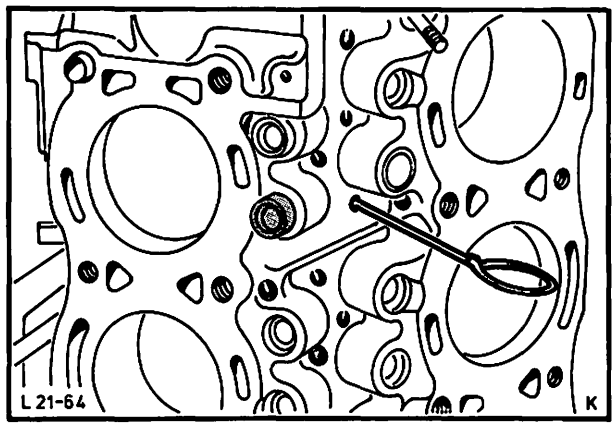

Abb. 146 Ventilstößel mit Hilfe eines Messingdrahtes herausdrücken
17. Motorblock senkrecht stellen, dabei vorher eine größere Ölauffangwanne unterstellen, um Restbestände an Öl, der entfernten Ölkohle und Kühlflüssigkeit aufzufangen. Ventilstößel entnehmen, Abb. 146.